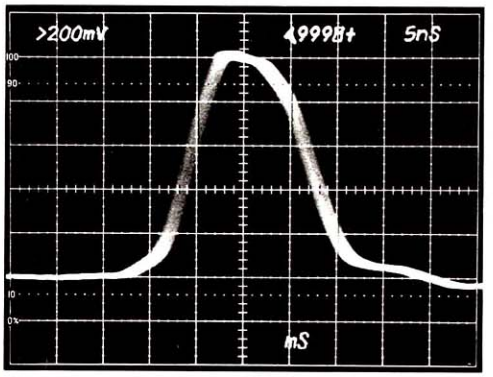

*Figure 1. Delay-by-time. A 0.2 μs time marker delayed 4.9998 ms by the 7D11 and displayed at 5 ns/div.*
*Figure 1. Oscilloscope-controlled digital measurements using the delayed B gate as the arming input logic allow user to make precise time interval measurement from third to seventh pulse on CRT display. Counter CH A is "armed" with leading edge of B gate while CH B Counter is "armed" with falling edge of B gate. Lower trace is pseudo gate of 7D15. CRT readout displays the result of 2325.295 μs.*